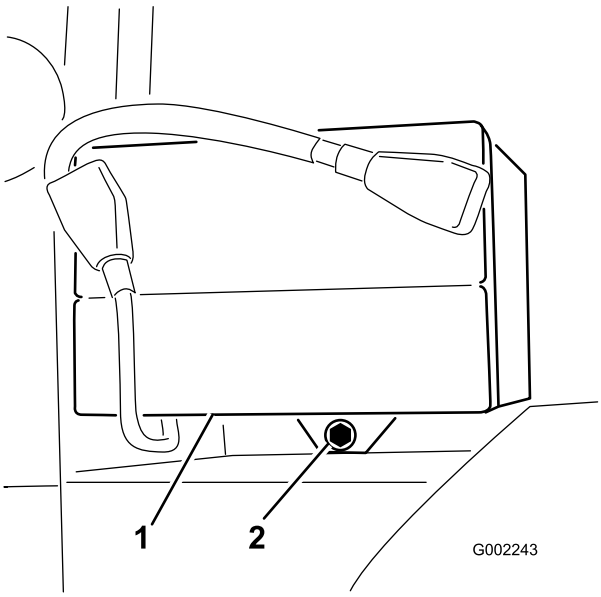

Figur 45
2. Ta bort batterihållaren och fästelementen (Figur 45).
3. Montera batterihållaren och fäst den med fästelementen som du tog bort tidigare (Figur 45).